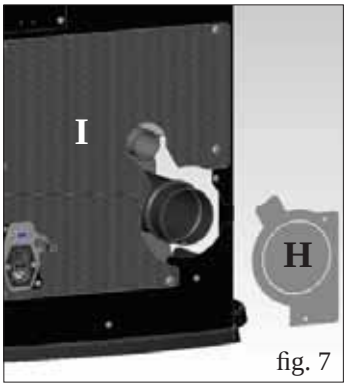
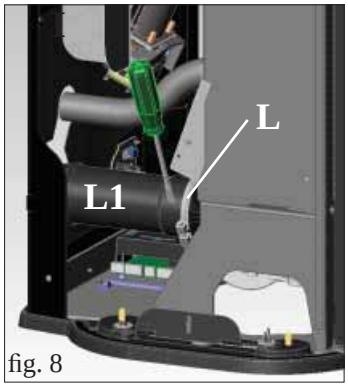

fig. 7
fig. 8
- Rimuovere il top in vetro in appoggio (H - fig. 7).
- Asportare il fianco in acciaio, fissato sulla struttura della stufa mediante 2 viti (X - fig. 7) da rimuovere, sfilandolo verso l'alto (I - fig. 8)
- Togliere il diaframma (H - fig. 7) e in caso di necessità anche il retro inferiore forato (I - fig. 7).
- Allentare la fascetta (L - fig. 8) e rimuovere il tubo uscita fumi (L1 - fig. 8).